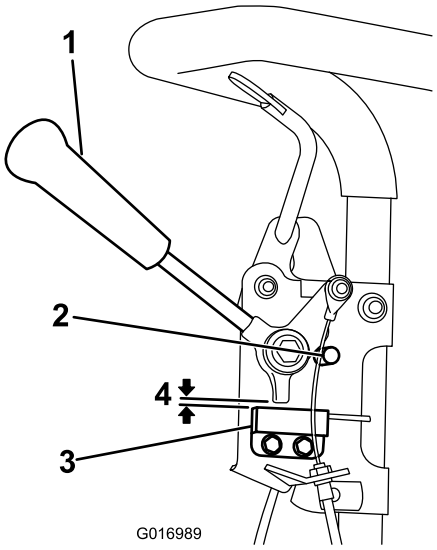

Figur 33
1. Se till att motorn är avstängd och att kördrivningsspaken är urkopplad och vilar mot neutralstoppet (Figur 33).
2. Lossa fästelementen på säkerhetsströmbrytaren (Figur 33).
3. Placera ett 0,08 cm tjockt mellanlägg mellan hjuldrivningsspaken och säkerhetsbrytaren (Figur 33).